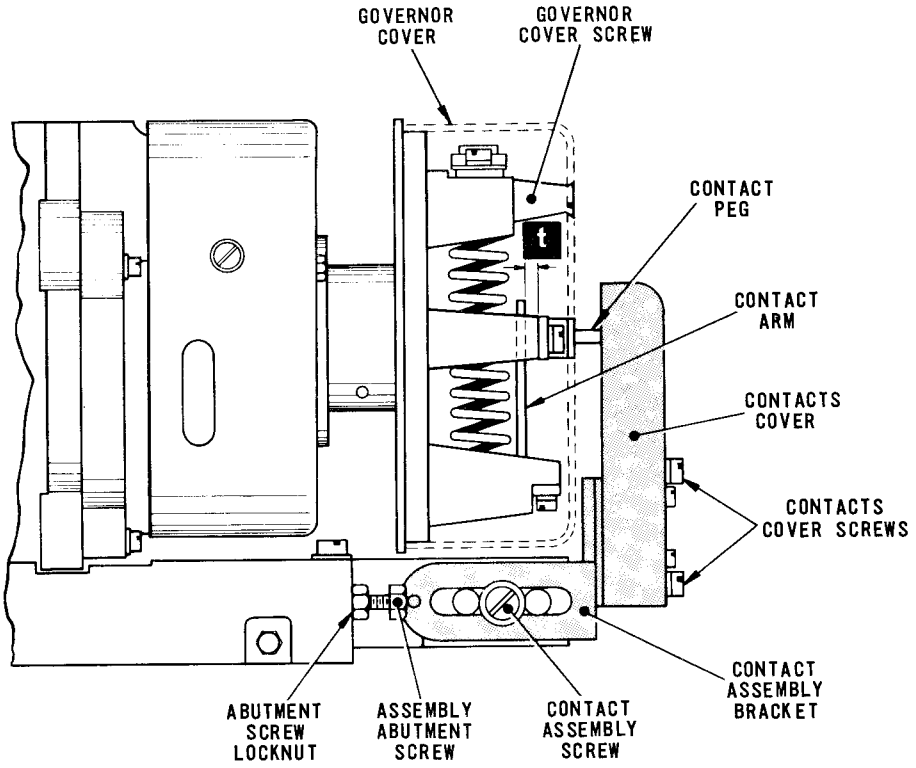

Fig. 4.13 GOVERNOR CONTACT ASSEMBLY
18.1 Remove the screws securing the contacts cover, Fig.4.13, and take off the cover. Push the contact peg and contact arm inwards towards the motor to remove any contact peg pressure from the contacts. Check that there is now a clearance of .025 in. between the contacts.
19.1 Remove the screw securing the governor contact assembly, Fig.4.13, and lift off the assembly, taking care not to lose the contact peg. Remove the screw securing the governor cover and take off the cover.